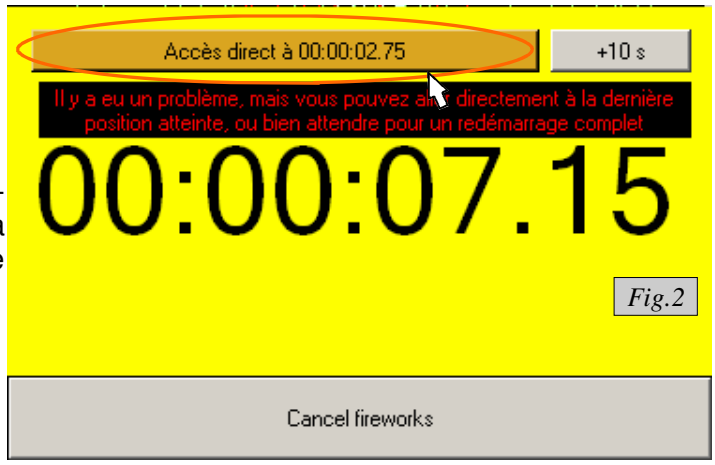

Fig.2
- For a period of 15 minutes after the interruption, you can restart directly and automatically the show where took place the sudden interruption during the countdown by clicking on the orange window « Acces direct a ... » (*Fig 2*).